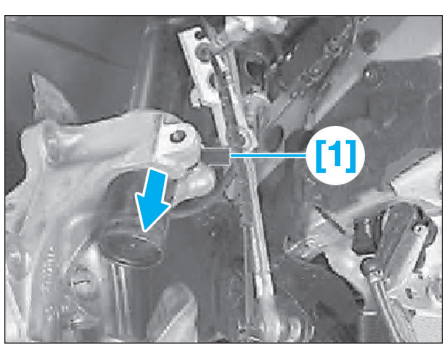

Fig. 35
- [1]. Outil pour écarter le pivot d'essieu au cours de la dépose (réf BMW : 31 2 230) **(Fig.35)**.
• Ecarter le pivot à l'aide de l'outil [1] **(Fig.35)**.